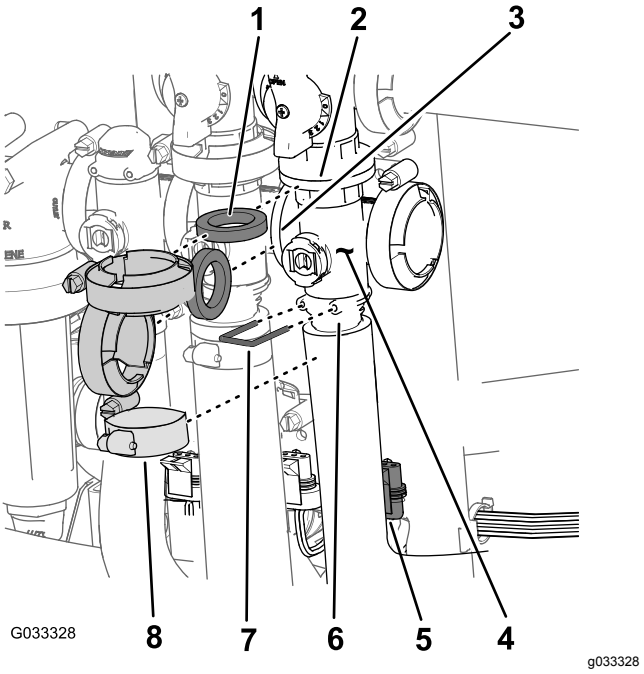

Figuur 66
1. Verwijder de klemmen en pakkingen waarmee de verdeler voor de hoofdklep van de spuitboom (Figuur 66) is bevestigd aan de omloopklep van de spuitboomhoofdschakelaar, de mengklep en de verdeler voor de hoofdklep van de spuitboom (aan het uiteinde van de slang voor de vloeistofmeter).
2. Verwijder de borgclip waarmee de uitgaande fitting aan de verdeler voor de hoofdklep van de spuitboom is bevestigd (Figuur 66).